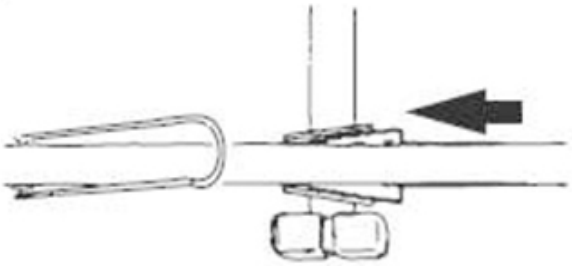

FIG. 6
- Instale los dos apoyos transversales en el soporte horizontal utilizando sus respectivas carcasas (Fig. 6).